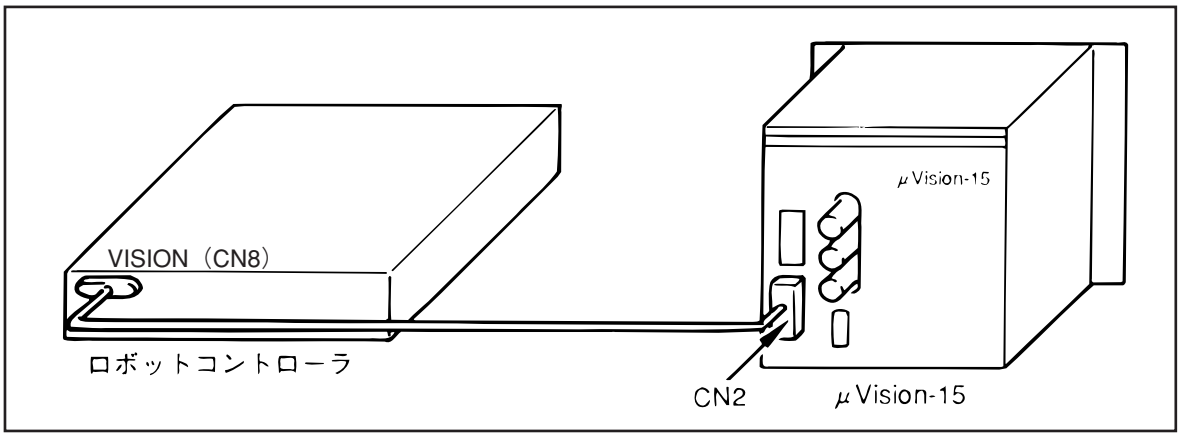

図4－9　接続方法
①コントローラと視覚装置の両方の電源が切れていることを確認してください。(ON状態の場合は、OFFにしてください。)
②図4－9に示すようにコントローラの「VISION」コネクタ（CN8）と視覚装置のコネクタCN2を通信ケーブルで接続します。